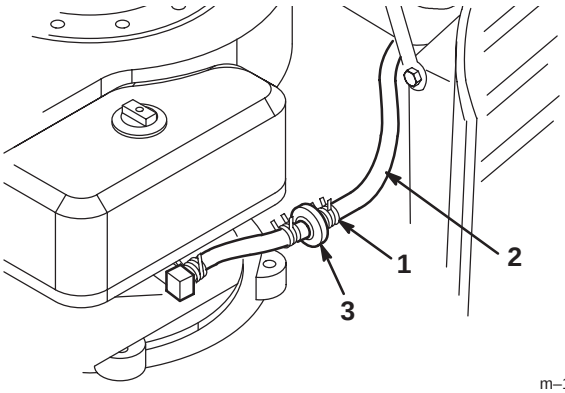

Figure 26
8. Pincez les extrémités du collier de fixation et poussez le collier en haut de la conduite d'alimentation, en direction du réservoir de carburant (Fig. 26).
9. Débranchez la conduite d'alimentation du filtre (Fig. 26) et laissez l'essence s'écouler dans un bidon ou un bac de vidange.
Remplacez le filtre à carburant toutes les 100 heures de fonctionnement ou une fois par an, le premier des deux prévalant. Le meilleur moment pour remplacer le filtre à carburant (Fig. 26) est lorsque le réservoir à carburant est vide. Ne remontez jamais un filtre sale après l'avoir enlevé de la conduite d'alimentation.
7. Pincez les extrémités des colliers et faites glisser ceux-ci pour les éloigner du filtre (Fig. 26).